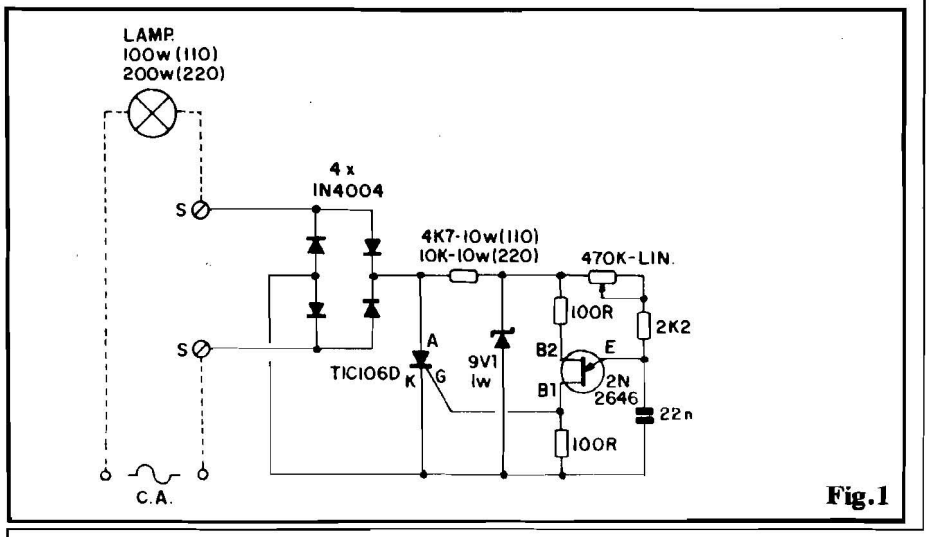

Fig.1
Para o Hobbysta que já conhece a estrutura circuital básica dos **dimmers** convencionais a TRIAC, a organização do circuito (esquema na fig. 1) pode parecer um pouco mais complexa. Entretanto, a configuração apresenta uma série de vantagens: na estrutura de controle de fase normalmente utilizada para chavear os TRIACs em "fatias" definidas dos semi-ciclos da CA, o potenciômetro de controle faz parte intrínseca da rede RC de "faseamento", estando submetido à alta Tensão C.A. com o que, mais cedo ou mais tarde (quase sempre "mais cedo"...) ocorrem problemas de contato entre cursor e pista do dito cujo, com faiscamentos e "frituras" que não só levam a inutilização do componente, como também inibem a desejada "maciez" na atuação do atenuador. Já no controle por TUJ (Transístor Unijunção), temos um gerador de pulsos centrado no 2N2646, trabalhando em modo sincrônico com a própria frequência da rede C.A., porém energizado sob baixa Tensão e baixa Potência (o resistor de 4K7 ou 10K x 10W mais o **zener** de 9V1 x 1W se encarregam desse "rebaixamento"...), com o que a própria integridade dos componentes é fortemente protegida, aumentando a durabilidade do conjunto, e contribuindo para uma atenuação "macia" e progressiva, sem "saltos" gerados por problemas de contatos resistivos, essas coisas... O TUJ é "carregado" em seus terminais B1 e B2 por resistores de 100R, estabelecendo-se no resistor anexo a B1 os pulsos de controle, entregues ao terminal de **gate** (G) de um SCR. A "posição" dos pulsos **dentro** de cada semi-ciclo da C.A. é determinada pela rede RC anexada ao terminal de **emissor** (E) do 2N2646, e formada pelo resistor fixo/limitador de 2K2, potenciômetro de controle de 470K (lin.) e capacitor de poliéster de 22n...
220V. Nesse caso, porém recomenda-se dotar o SCR do conveniente dissipador (**não** necessário nos parâmetros indicados no esquema da fig. 1).
Na montagem (e também na instalação final...) todos os cuidados deverão ser direcionados no sentido de prevenir "curtos", contatos indevidos, etc. Convém recobrir toda a face cobreada do impresso, após o término das soldagens, com fita isolante, verificando também, pelo lado dos componentes, se terminais não estão (indevidamente...) se tocando... Se o **lay out** do Impresso for cuidadosamente estudado, o potenciômetro poderá ficar incorporado ao próprio centro da placa do circuito, dando solidez e estabilidade mecânica ao conjunto, facilitando, inclusive, a instalação final numa caixinha "de parede", convencional para interruptor (tamanho 4 x 2 ou 4 x 4, como dizem os eletricistas...), de modo que o eixo do tal potenciômetro, com o respectivo **knob**, se projete centralmente ao espelho frontal... Os pontos de ligação à C.A./lâmpada (S-S, no esquema da fig. 1) podem ser estabelecidos com segmentos de conetores parafusáveis (tipo "Sindal"), para maior conforto e segurança...